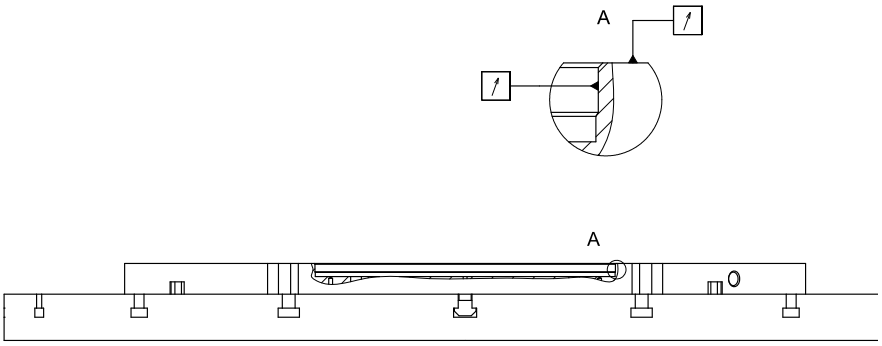

Fig. 3-3: Checking concentricity and axial run-out of the base plate
Step 8 Check the concentricity and the axial run-out of the base plate. Allowed is 0.05 mm. The measurement is taken from the plain back of the base plate and from the plane surface around the plain back (see Fig. 3-3).
Step 9 Lift the clean chuck (4) (hanging from the eyebolts) carefully and slowly over the base plate (7) by using the hoist.
Step 10 Lower the chuck (4) onto the base plate (7). Hereby the chuck (5) gets aligned by its plain back and a fitting T-nut (6).
Step 11 Bolt together the base plate (7) and the chuck (4) by crosswise tightening the inner and outer fastening screws (2) with a torque wrench.